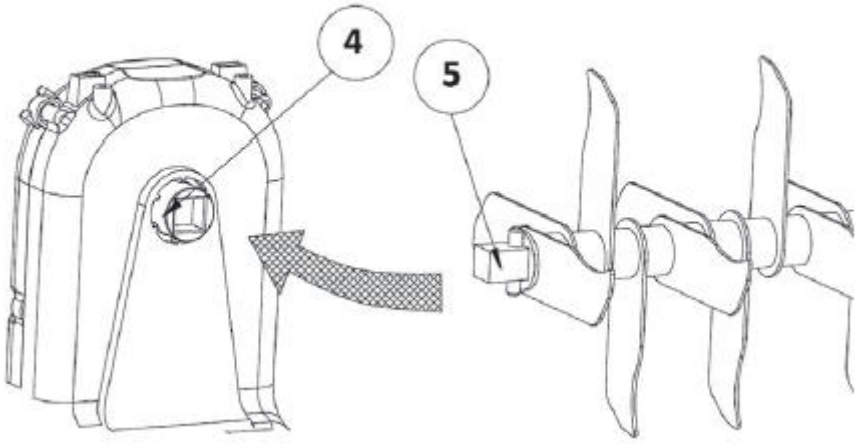

Rys. 16
3. Zamontuj nowy wałek nożowy tak by jego trzpień (Rys. 16, poz. 5) został dopasowany do
odpowiedniej części na wale napędowym (Rys. 16, poz. 4).